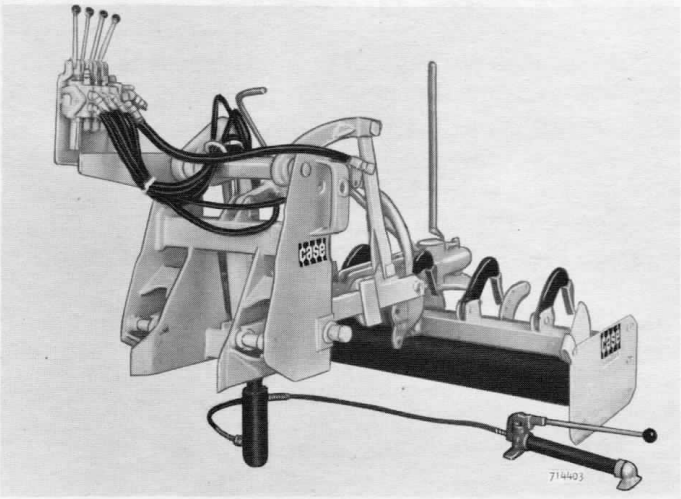

Figure 46 - Hitch Raised With Jack
a. If the rear mounted implement weights less than 500 pounds, use a hoist or jack to lift the hitch out of the lower support arms. Raise the hitch until the control valve mounting arm clears the tension rod. See Figure 46.